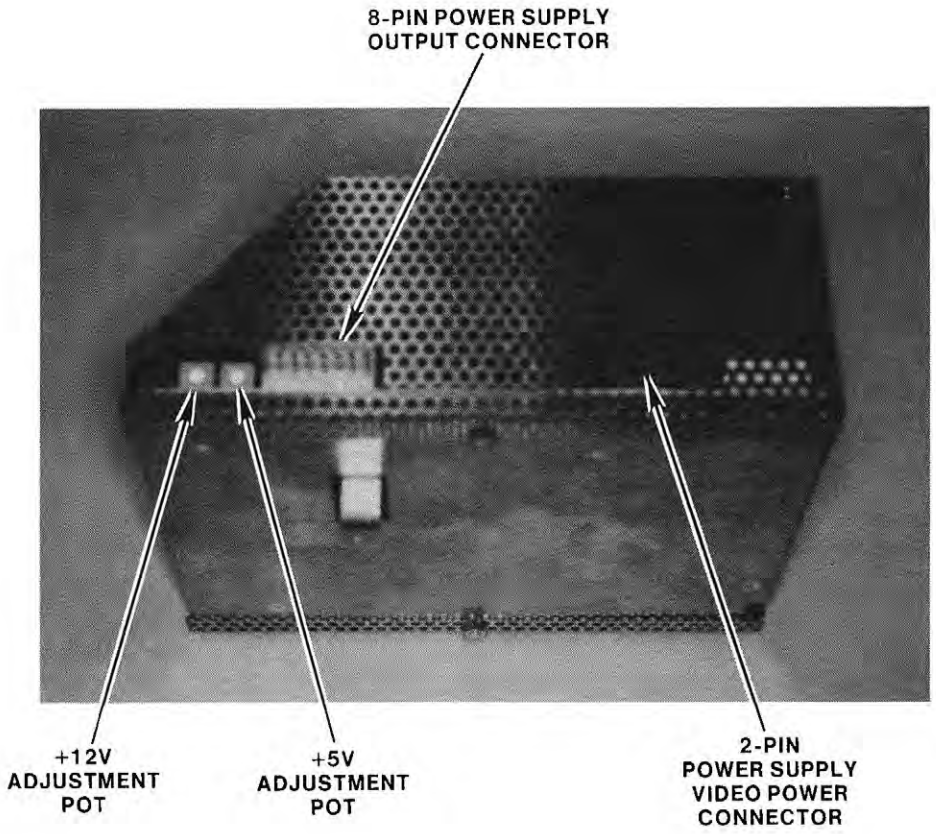
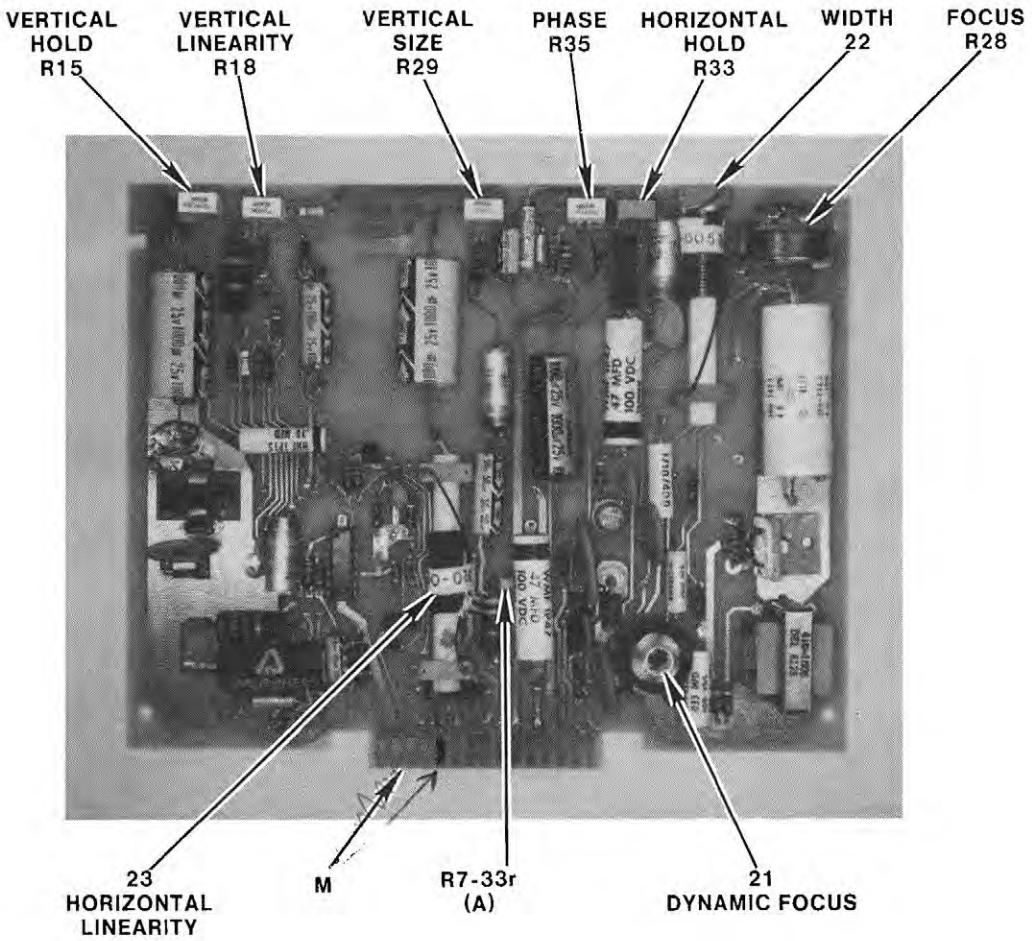

FIGURE 6-1 SWITCHING POWER SUPPLY VOLTAGE ADJUSTMENTS
FIGURE 6-2 PCB 7456 CRT DISPLAY ADJUSTMENTS
d. Using a digital voltmeter, check the pin 16 on the 25-pin RS-232 connecter for +5v. Adjust the switching power supply for +5v as required.(figure 6-1)
e. Using a digital voltmeter, check the pin 19 on the 25-pin RS-232 connecter for +12v. Adjust the switching power supply for +12v as required.(figure 6-1)
a. Adjust the +12v regulated voltage to +12v ± 0.1v on the power supply (figure 6-1). Use a DVM to check test point A on PCB 210-7456, with pin D, E, or F on the board and L1-1 as ± 0v ground references (figure 6-2).
b. Adjust the Dynamic Focus Coil (Z1) to register an amplitude of 300v ac peak-to-peak on an oscilloscope, using pin M as a test point (figure 6-2).
6.2.3 PCB 7456 VIDEO DISPLAY ALIGNMENT PROCEDURE (figure 6-2)